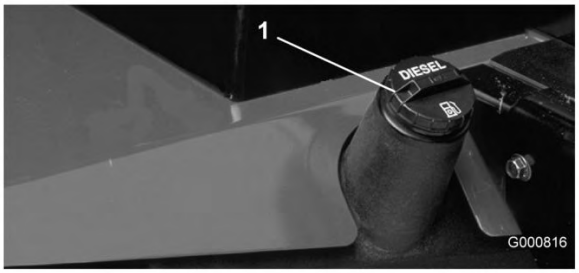

Bild 21
1. Schrauben Sie den Tankdeckel ab (Bild 21).